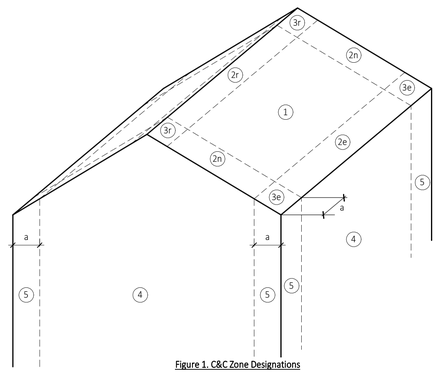

Figure 1. C&C Zone Designations
c. See Figure 1 for C&C Zone Designations